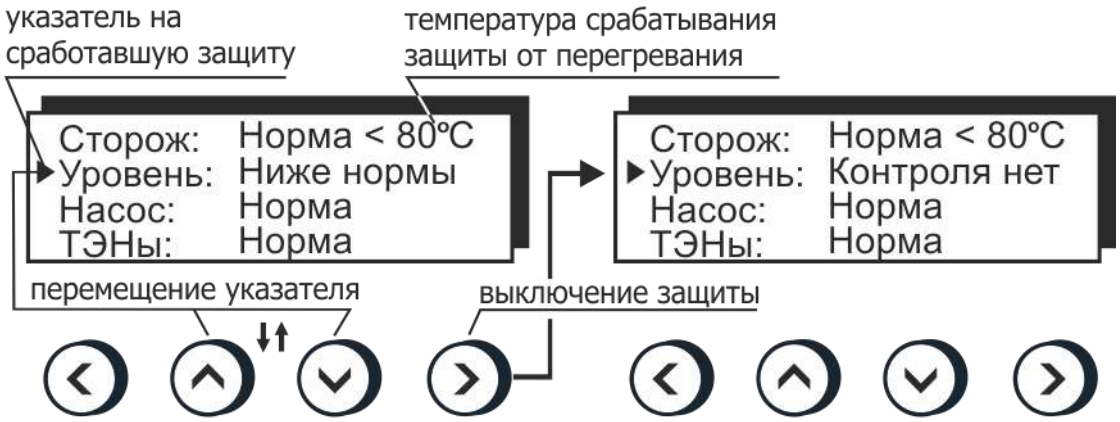

Рисунок 7 — Пример срабатывания защиты
- вращением регулятора 22 установить желаемую температуру срабатывания защиты, контролируя ее значение на дисплее (рисунок 7);